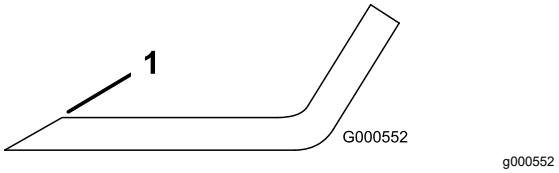

Figure 88
1. Au moyen d'une lime, aiguisez les tranchants aux deux extrémités de la lame (Figure 88).
Remarque: Si la lame est déséquilibrée, limez un peu l'extrémité de l'ailette seulement (Figure 88).